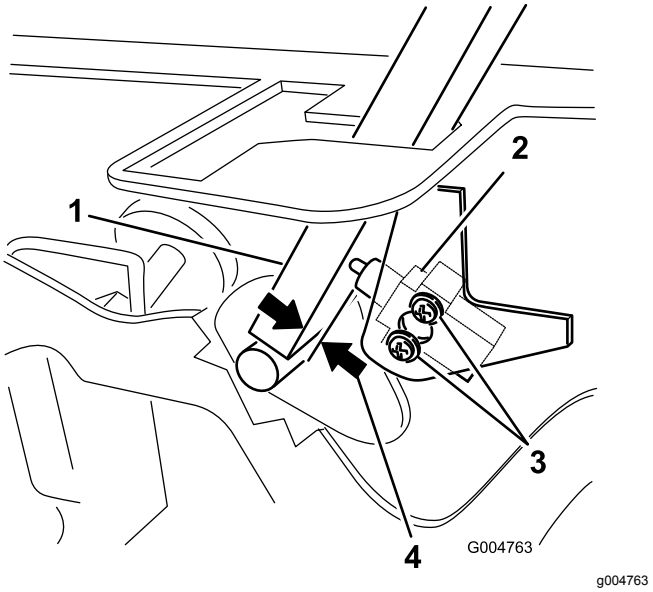

Rysunek 48
3. Poluzuj 2 śruby mocujące przełącznik blokady (Rysunek 48).
4. Trzymając dźwignię sterowania przy ramie, przesuwaj przełącznik w kierunku dźwigni, aż odległość pomiędzy dźwignią i obudową przełącznika wyniesie od 0,4 do 1 mm, jak pokazano na Rysunek 48.